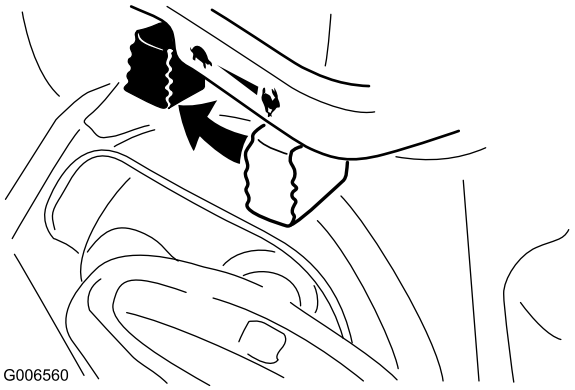

Figur 25
1. Flytta gasreglaget till det långsamma läget och sedan till stoppläget (Figur 25).